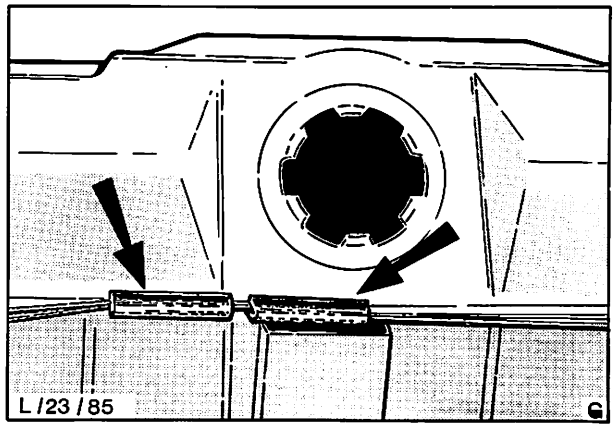

Abb. 190 Schutzmuffen
12. Dichtung – Einfüllstutzen und Schutzmuffen entfernen, Abb. 190.
14. Dichtung – Einfüllstutzen und Schutzmuffen am neuen Kraftstoffbehälter befestigen, Abb. 190.